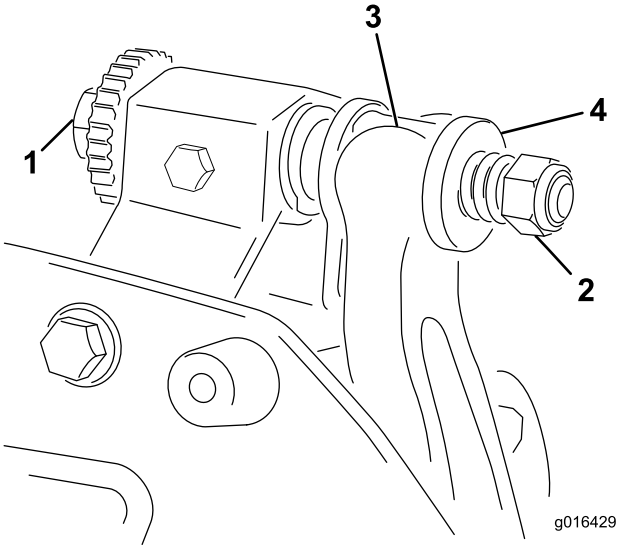

Figuur 18
1. Draai de stelschroef van de snijbalk linksom om de snijbalk weg te trekken van de messenkooi (Figuur 18).
2. Draai de veerspanningsmoer uit totdat de ring niet meer tegen de snijbalk is geklemd (Figuur 18).